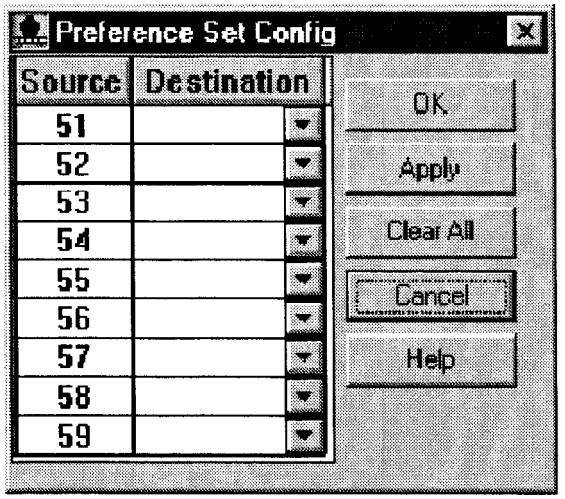

FIGURE 4-53A. PREFERENCE SET CONFIG WINDOW
2. Observe the Preference Set Config window (Figure 4-53A).